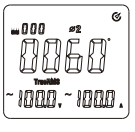

rys. 11-2
* W celu dokonania pomiaru kąt przesunięcia fazowego fazy drugiej,wybierz przyciskiem SELECT fazę ϕ2. (patrz rys. 11-2).